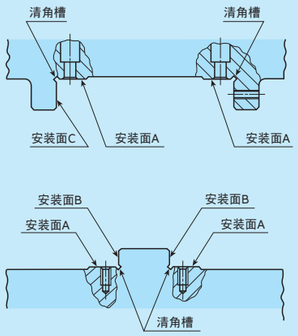

图27　安装面
❸底座侧滑轨的安装
- 将滑轨紧紧贴在B面(参照图27)，同时使用规定的扭矩正式均匀拧紧。